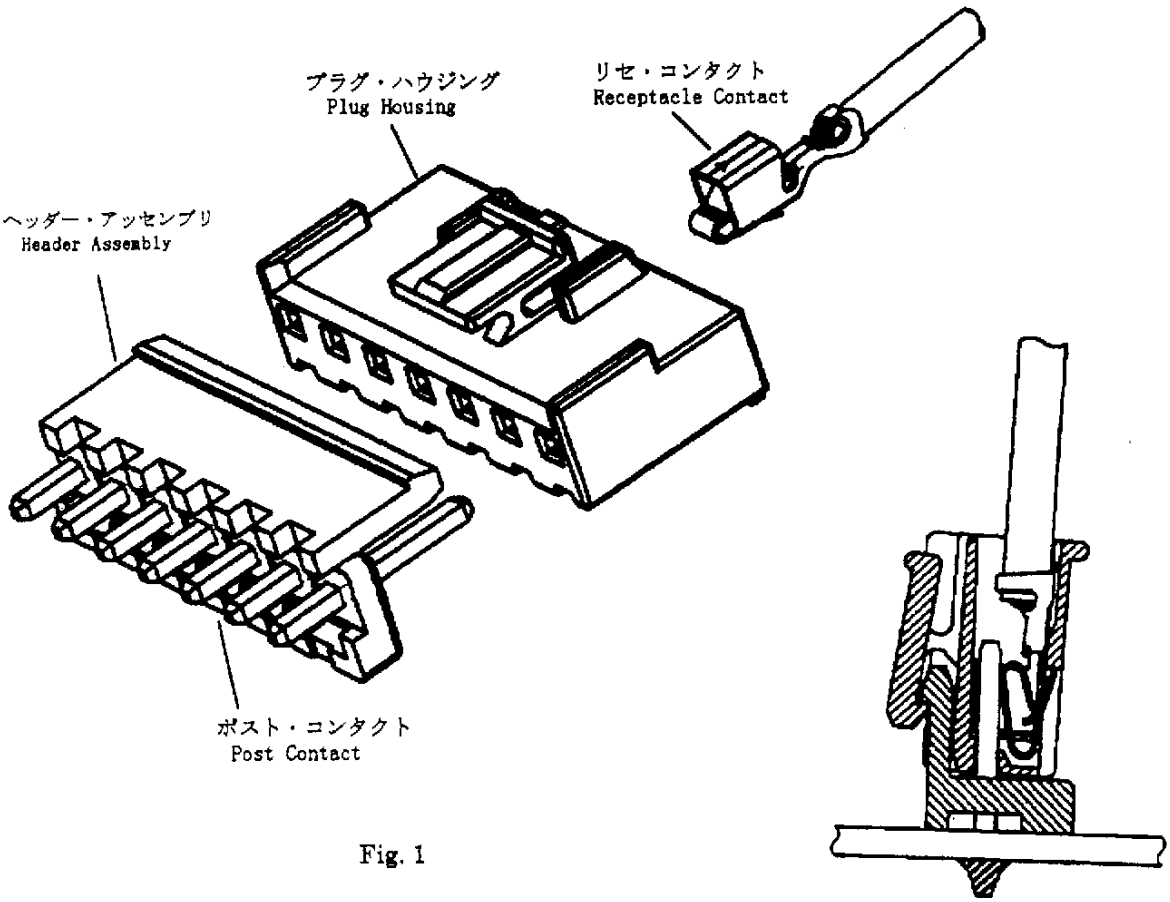

Fig. 1
この取扱説明書は Fig.1 に示す Economy Power (EP) コネクタの取扱方法について説明しています。御使用の前に必ず本説明書を御読み下さい。
This instruction sheet covers handling and operation procedures of Economy Power (EP) CONN as shown in Fig.1.